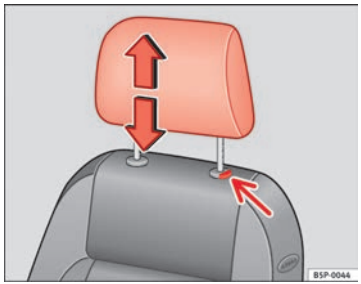

Fig. 71 Ajuste o desmontaje del apoyacabezas
– Pulse la tecla ⇒fig. 71 (flecha).